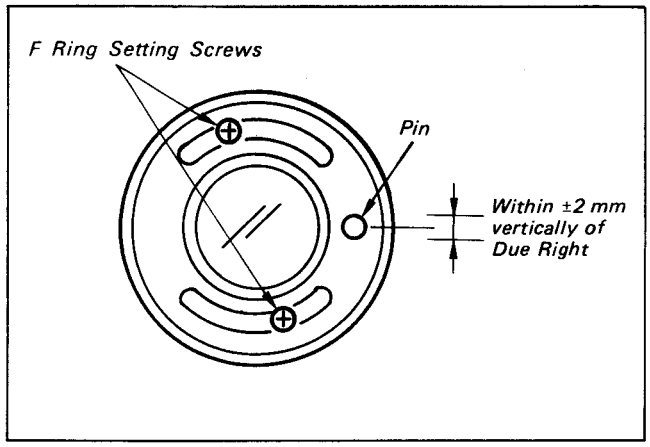

Fig. 1-13
3) Fasten F Ring to Lens with two screws (1) to position the F Ring pin rightward (to the due right) as viewed toward the Lens front (see Fig. 1-13).